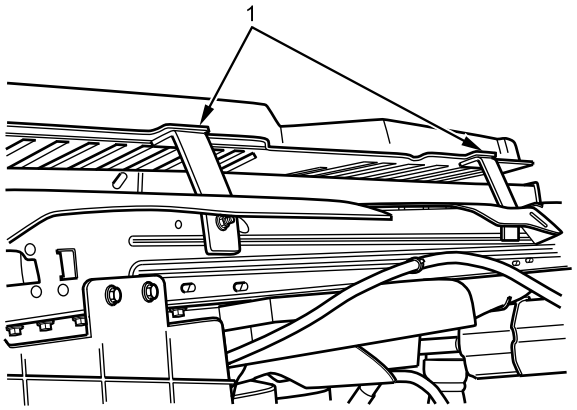

Figure 1. Upper Support Bracket.
2. Remove two bolts (Figure 1, Item 1) from upper support bracket.